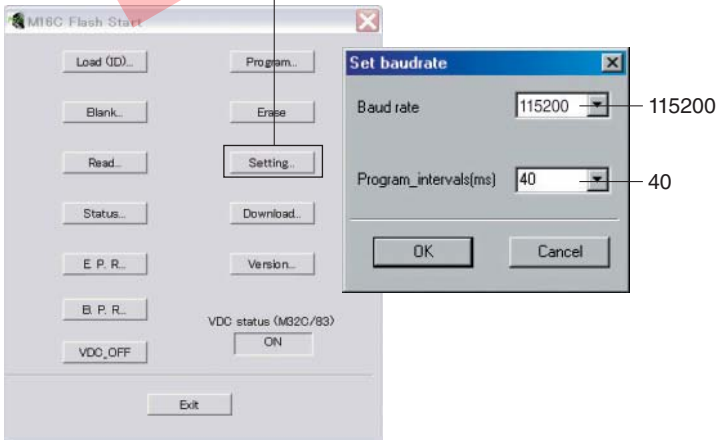

Fig. 4
5. Click [Setting], and set the baud rate. (Fig. 4)
5. [Setting] をクリックし、通信速度の設定を行います。(Fig. 4)